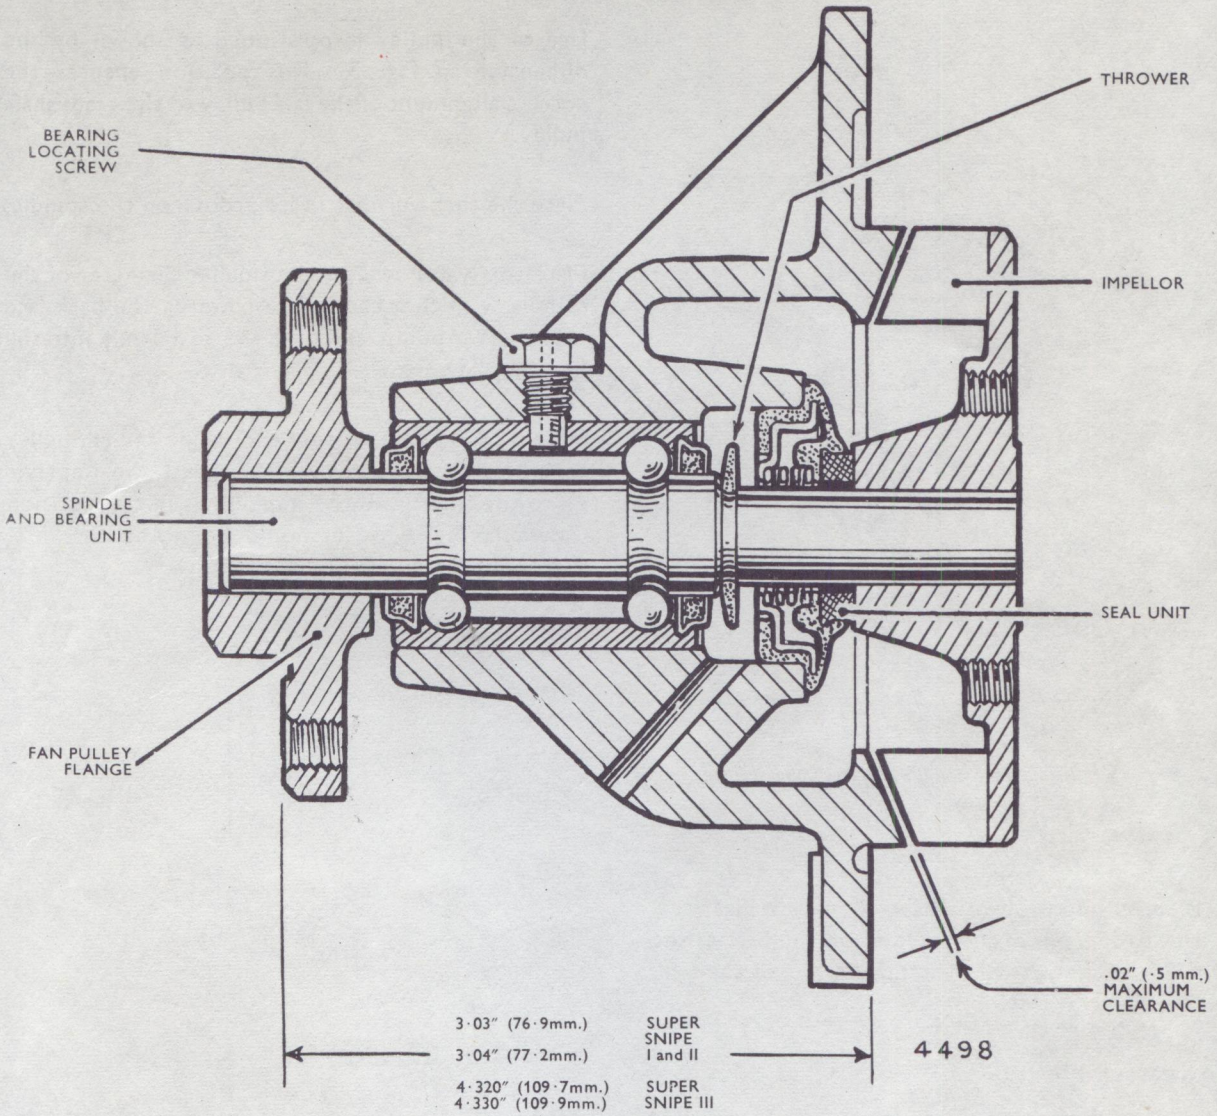
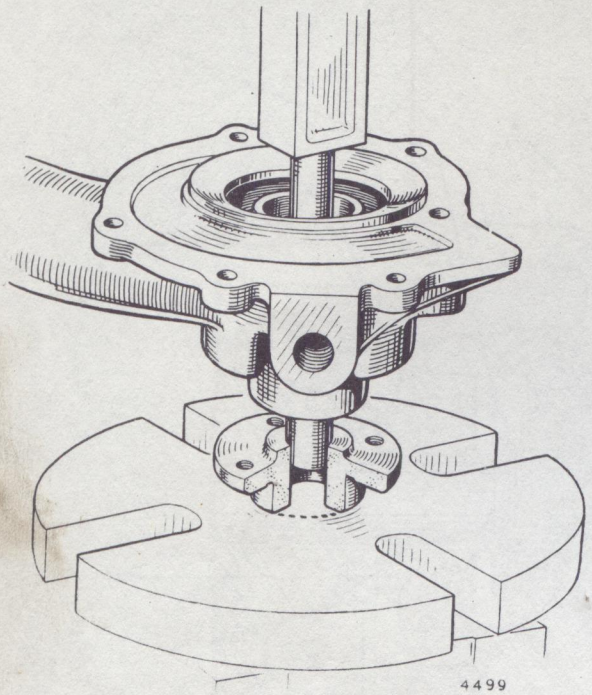
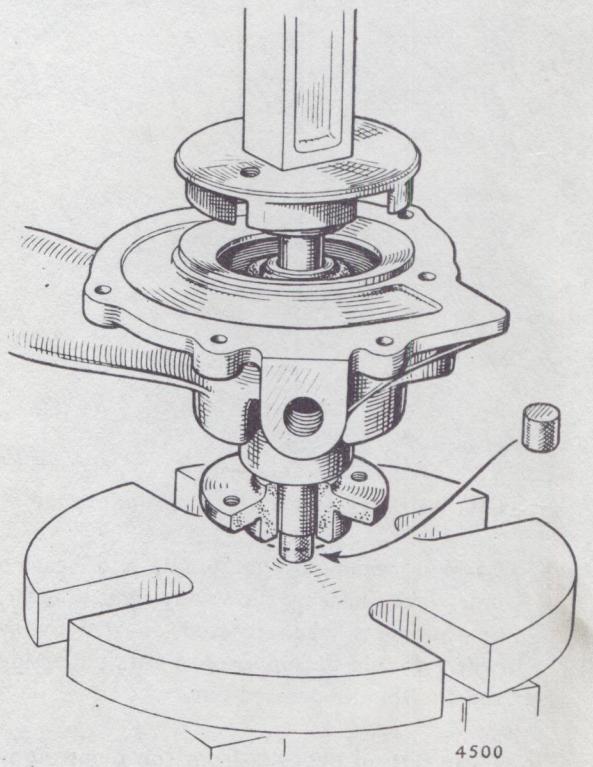

Fig. 3. *Sectional view of water pump*
Fig. 4. *Pressing pump spindle into fan pulley centre*
Fig. 5. *Pressing pump impellor on to pump spindle*
A sectional view of the water pump is shown in Fig. 3. The impellor and fan pulley centre are a press fit on the pump spindle which forms part of a specially constructed shaft and bearing unit.
1. Remove bearing locating screw. See Fig. 3.
Place the fan pulley centre on a press table and press the larger diameter of the spindle into the pulley centre, as illustrated in Fig. 4, until the front face of the pulley is positioned as shown by the dimension in Fig. 3. This position ensures the correct alignment of the fan pulley to the crankshaft pulley.
Place the water seal on the smaller diameter of the spindle with the carbon face towards the back face of the water pump, and push the seal firmly into the housing. See Fig. 3.
Support the pump spindle end inside the fan pulley centre as shown in Fig. 5 and press the impellor on to the shaft until the impellor is in the position shown in Fig. 3. It should be noted that ·02" (.35 mm.) is the maximum clearance.